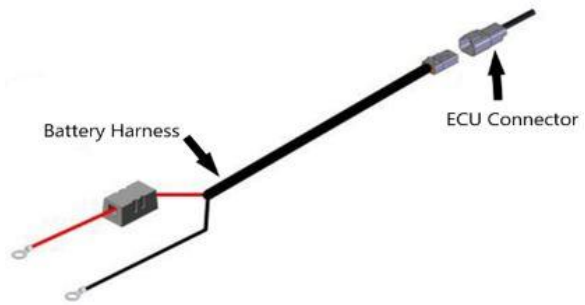

Figure 2.3
4. Mount the battery harness (Part# AGD2006 – Fig 2.3) so that the grey connector is at the tractor hitch. Connect the red wire on the battery harness directly to the positive (+) terminal on the battery. If the battery harness is not long enough for your ECU mounting location, use an extension harness (Part# AGD2020). (The extension harness will normally only be needed for tow-between configurations) Connect the black wire on the battery harness directly to the negative (-) terminal on the battery. The grey power connector connects to the grey power connector on the ECU.